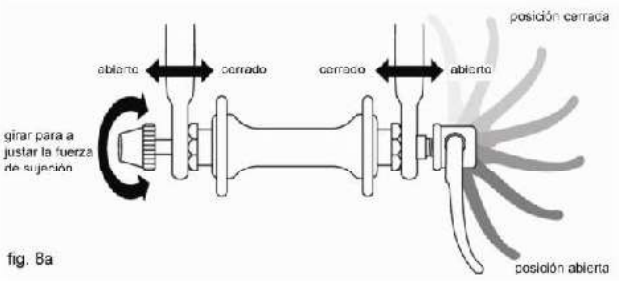

fig. 8a
(2) Con la horquilla de dirección orientada hacia delante, inserte la rueda entre las hojas de la horquilla de forma que el eje se asiente firmemente en la parte superior de las punteras de la horquilla. La palanca de la leva, si la hay, debe estar al lado izquierdo del conductor de la bicicleta (fig. 8a). Si su bicicleta dispone de un mecanismo de retención secundario de tipo clip, engánchelo.
(3) Si tiene un mecanismo de acción de leva tradicional, sujetando la palanca de la leva en la posición ABIERTA con la mano derecha (fig. 11b), apriete la tuerca de ajuste de tensión con la mano izquierda hasta que quede apretada a mano contra la puntera de la horquilla (fig. 8a). Si tiene un sistema de leva y copa: la tuerca y la copa habrán encajado en la zona empotrada de las punteras de la horquilla y no debería ser necesario otro ajuste.
(4) Mientras empuja firmemente la rueda hacia la parte superior de las ranuras en las punteras de la horquilla y, al mismo tiempo, centrando la llanta de la rueda en la horquilla: